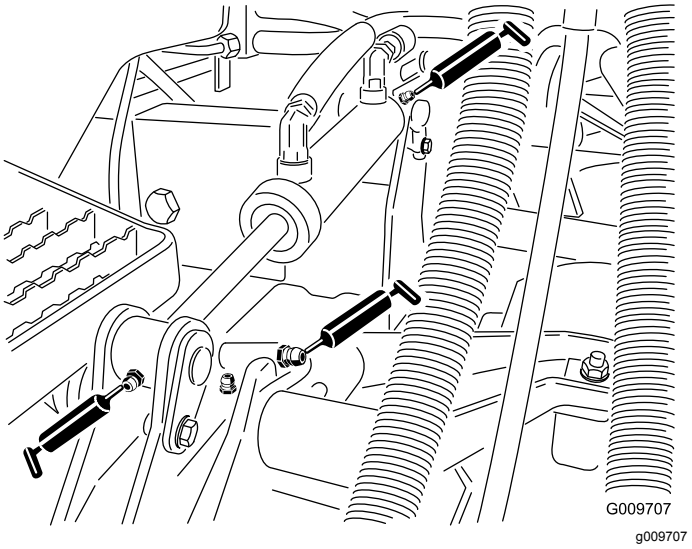

Figur 61
- Løftearmhylser (én per klippeenhet) som vist i Figur 61
- Løftesylinderhylser (to per klippeenhet) som vist i Figur 61